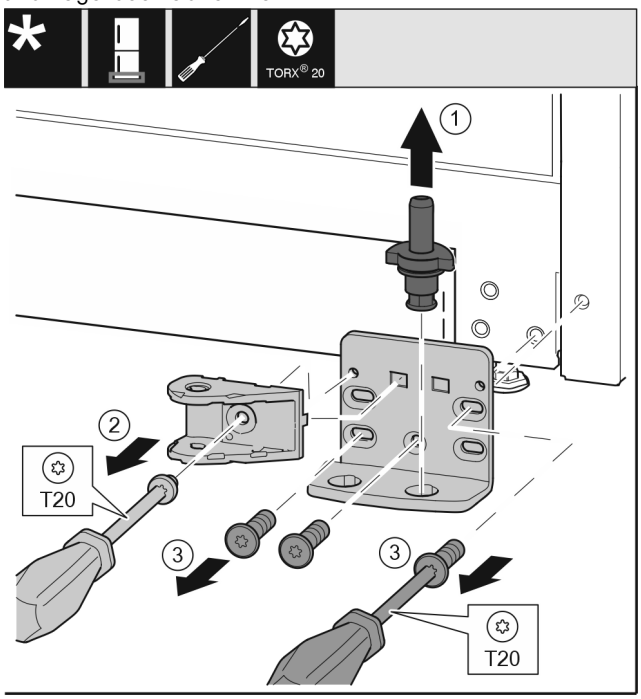

*Fig. 45 **
- ▶ Lagerbolzen *Fig. 45 (1)* komplett nach oben herausziehen.*
- ▶ Schraube *Fig. 45 (2)* mit Schraubendreher herausdrehen und Schließdämpferverbindung abnehmen.*
- ▶ Schrauben *Fig. 45 (3)* mit Schraubendreher herausdrehen und Lagerbock abnehmen.*